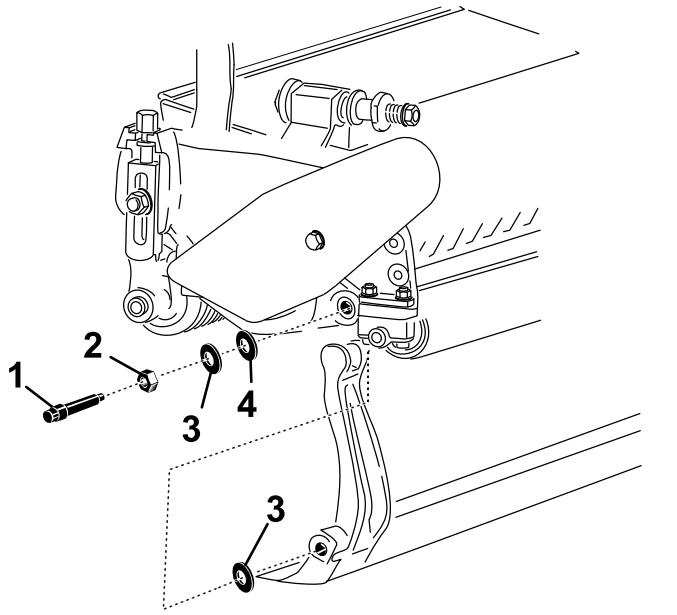

Figur 22
Der skal være to nylonspændeskiver og en stålspændeskive på hver ende af bundtværstangen (Figur 22).
3. Placer en nylonspændeskive på hver side af sidepladens nav. Anbring en stålskive på ydersiden af hver nylonskive (Figur 22).